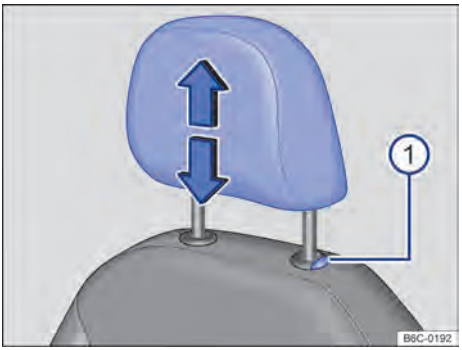
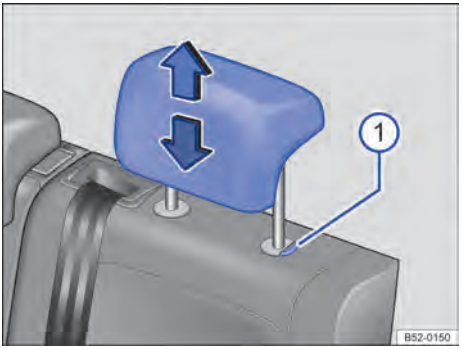

Fig. 70 Apoio para cabeça dianteiro: ajustar.
Fig. 71 Apoio para cabeça traseiros: ajustar.
– Deslocar o apoio para cabeça para cima ou para baixo na direção da seta com o botão → Fig. 70 ① ou → Fig. 71 ① pressionado → ⚠ em *Introdução ao tema* na página 90.